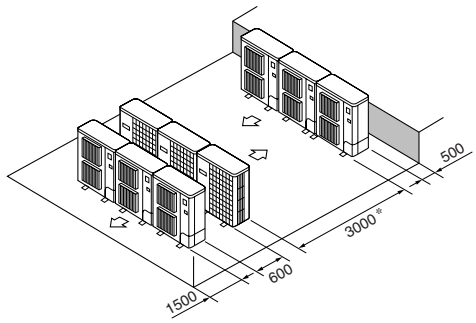

Fig. 3-16
⑥ Mehrfachanlagen in paralleler Anordnung (Fig. 3-16)